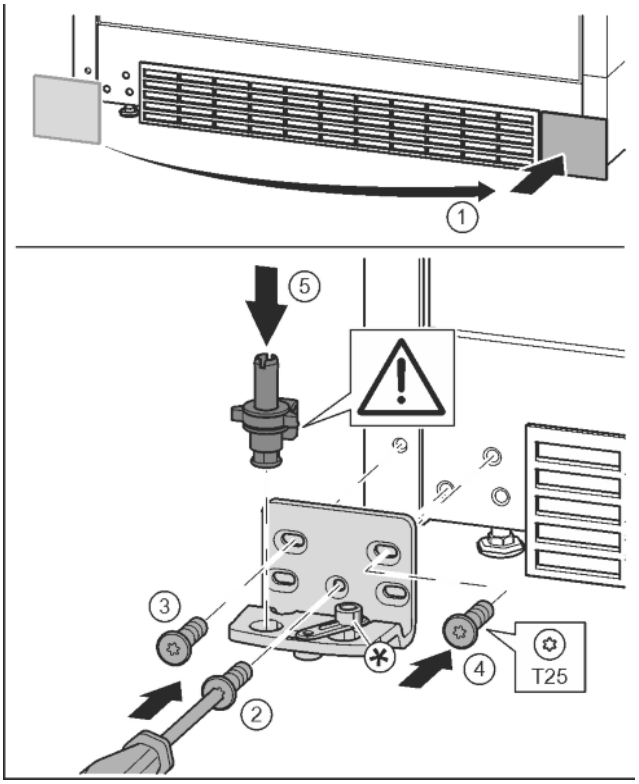

*Fig. 17*
- ▶ Remove the cover and fix it on the other side. *Fig. 17 (1)*
- ▶ Place the bearing bracket on the other side and screw in with the aid of a T25 screwdriver. Start with screw 2 at the bottom in the middle. *Fig. 17 (2)*
- ▶ Screw in screws 3 and 4. *Fig. 17 (3, 4)*
- ▶ Insert the bearing pin completely. Make sure that the catch mechanism is pointing to the rear. *Fig. 17 (5)*